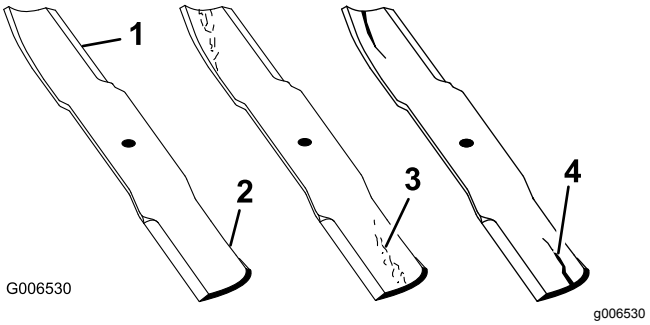

Figuur 145
2. Controleer nauwkeurig de uiteinden van het maaimes, in het bijzonder op de plaats waar het platte en het gebogen deel samenkomen; zie Figuur 145.
Opmerking: Omdat het metaal dat het platte en het gebogen deel van het mes verbindt, kan wegslijten door zand en ander schurend materiaal, moet u dit steeds controleren voordat u gaat maaien. Als u een slijtplek ontdekt, moet u het mes vervangen (Figuur 145).